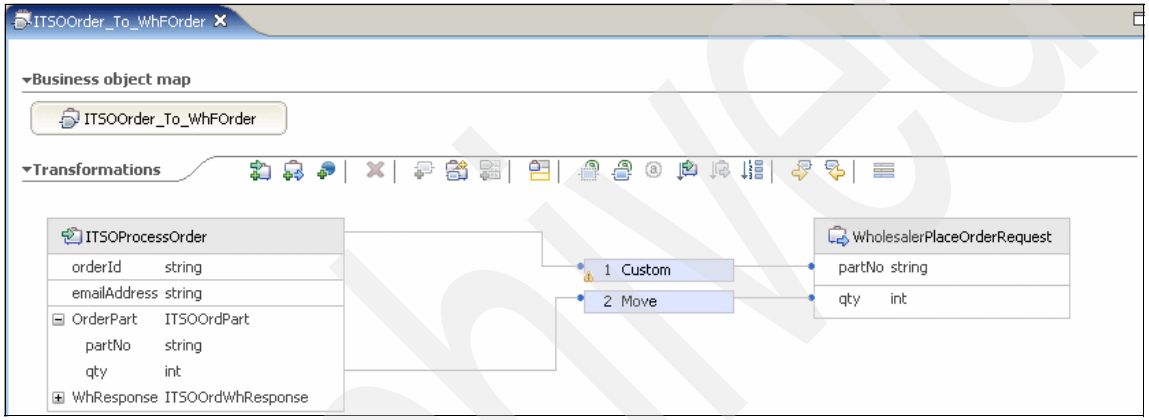

Figure C-23 The ITSOOrder_To_WhFOrder data map
4. Map the business object ITSOProcessOrder to the attribute WholesalerPlaceOrderRequest → partNo with a Custom transformation. Figure C-23 shows how the map should look.